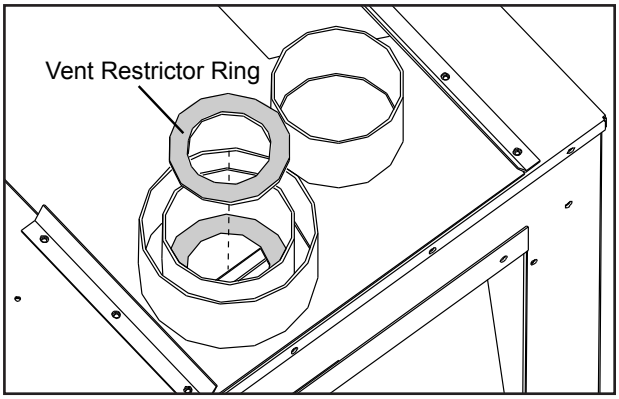

**Figure 14: Direct vent restrictor ring installation.**
**DIRECT VENT ONLY:** The maximum vertical vent height for a direct vent installation is 25 feet (7.62 m). Use the vent restrictor ring for installations above 15 feet (4.57 m). See Figure 14 for installation of restrictor ring.